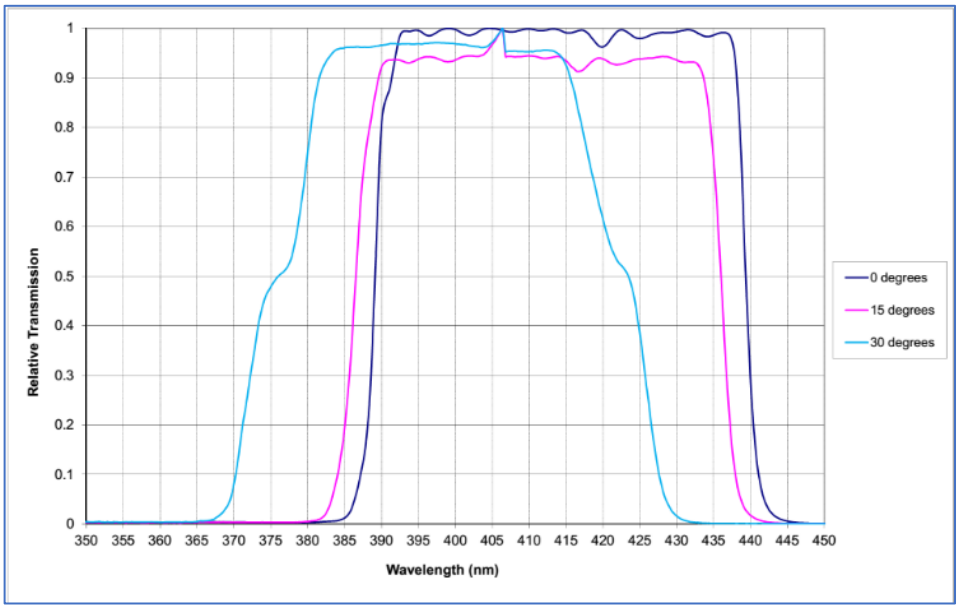

Figure 4 – Color Interference Filter Response for 0º, 15º, & 30º Degrees Angles of Incidence (Courtesy EIT LLC)
- Figure 4 illustrates the response curves for such a filter when the energy incident on its front surface is at 0º, 15º and 30º angle of incidence (AOI). Note the dramatic shift in cutoff wavelengths for angles larger than about 15º.